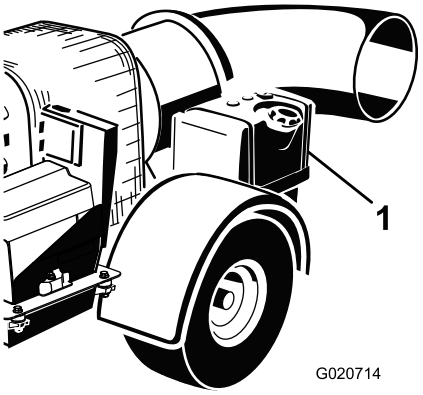

Figuur 8
2. Reinig de omgeving van de dop van de hydraulische tank en verwijder de dop (Figuur 8).